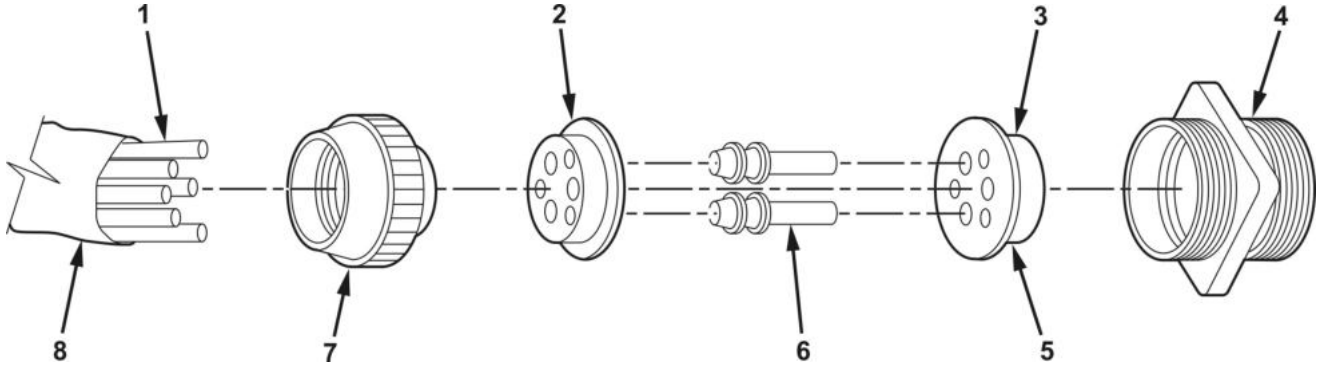

Figure 1. Typical Panel Mounting Receptacle Replacement.
6. Remove grommet (Figure 1, Item 2) from cable leads (Figure 1, Item 1).
7. Strip cable insulation from leads (Figure 1, Item 1) equal to depth of solder wells of contacts (Figure 1, Item 6).
8. Slide grommet (Figure 1, Item 2) over cable leads (Figure 1, Item 1).
9. Insert cable leads (Figure 1, Item 1) into solder wells of contacts (Figure 1, Item 6) and solder.
10. Push insert (Figure 1, Item 5) into shell (Figure 1, Item 4) from rear until seated. Groove (Figure 1, Item 3) in insert must be aligned with guide in shell to ensure proper fit.
11. Push contacts (Figure 1, Item 6) into insert (Figure 1, Item 5) from rear until seated.
12. Push grommet (Figure 1, Item 2) down cable leads (Figure 1, Item 1) and over solder wells of contacts (Figure 1, Item 6).
13. Install nut (Figure 1, Item 7) on shell assembly (Figure 1, Item 4).